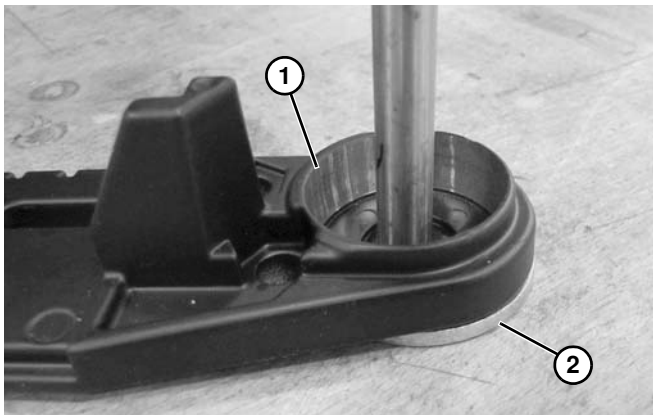

Abbildung 82
2. Endplatte **(Abbildung 82, Teil 1)** mit flacher Seite nach unten über Unterlegscheibe **(Abbildung 82, Teil 2)** oder Aussparung in Arbeitstisch (mit Mindestdurchmesser von 16 mm) stellen.